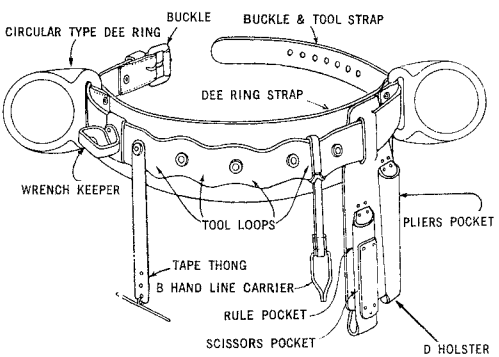

Fig. 1 — Body Belt and Accessories
5.01 The D Holster, made of leather, is an offset double holster with pockets for a rule and pliers, and a pocket for scissors attached to the rule pocket. Only the "Right" D Holster is shown on a "Right" body belt in Fig. 1.
5.02 The B Handline Carrier is a device which may be attached to a body belt and used for securing one end of a rope while climbing a pole. It is made of a steel loop designed to release the rope under strain. The loop is attached to a rawhide strap approximately 8 inches long and slit near the opposite end. The slit in the strap permits attaching the carrier to the body belt as shown in Fig. 1.